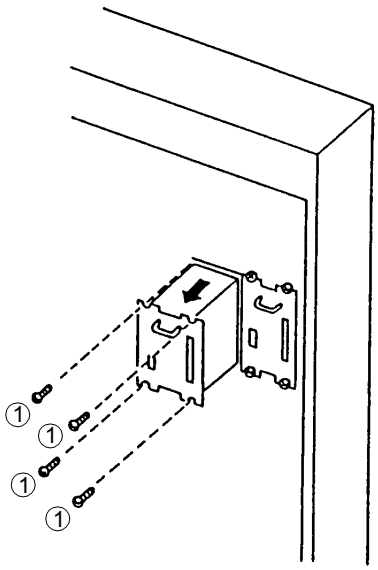

Figure 3-4 Removing the Unit Power Supply
(1) Remove all cables connected to the unit power supply.
(2) Remove the four screws on the front of the unit power supply (① in Figure 3-4).
(3) Pull the unit power supply toward you to remove it.